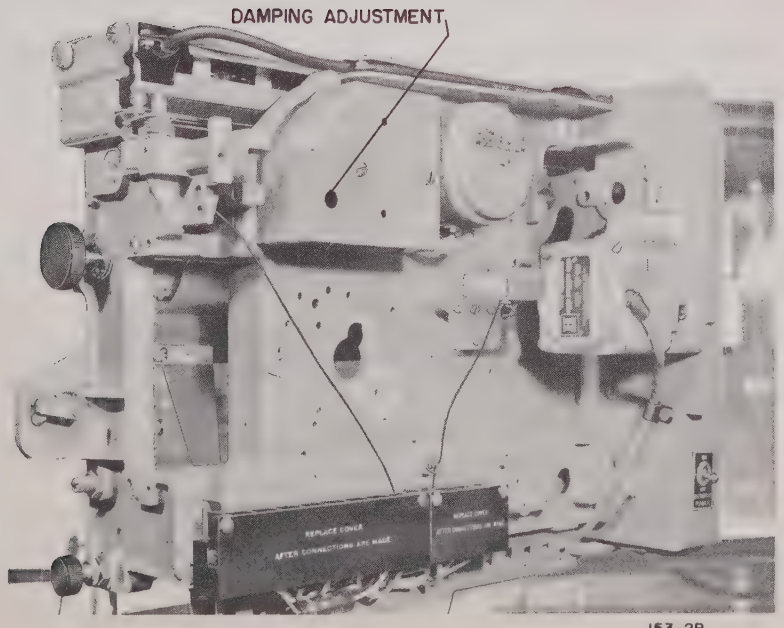

Figure 2. Rear of Chassis Assembly
(1) Using an insulated screwdriver, turn the damping adjustment (fig. 2) to minimum.
(2) Place amplifier sensitivity coarse adjustor in the LOW position.
(3) Using the calibrated voltage source, apply a voltage equal to half instrument span.
(4) Increase amplifier sensitivity gradually until balancing motor begins to oscillate, then reduce sensitivity until oscillation almost stops.